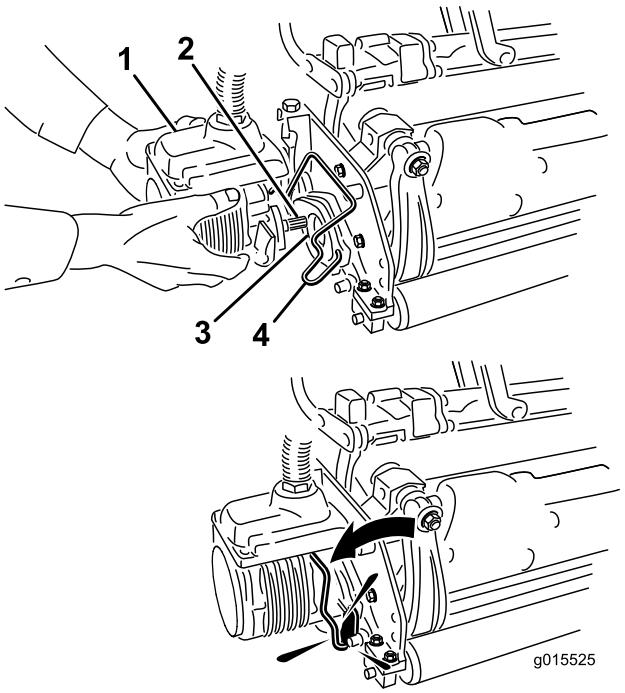

Figur 15
11. Dekk kileakselen i klippeenhetsmotoren med rent smørefett (Figur 15).
12. Sett motoren inn på klippeenhetens venstre side (fra brukerens synspunkt), og dra motorholdebøylen på klippeenheten mot motoren til du hører et "klikk" på begge sider (Figur 15).